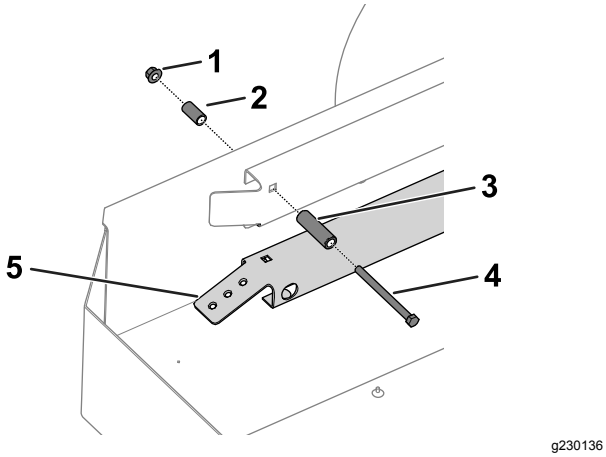

Figure 3
6. Déposez les longerons (Figure 3) de la remorque en desserrant puis en retirant les fixations qui les maintiennent sur la remorque.
7. Retirez le boulon (⅜" x 4¾"), l'entretoise (2½"), l'entretoise (1¼") et l'écrou du côté droit de la remorque (Figure 3).
2. Montez le boulon et l'entretoise (fournis dans ce kit), ainsi que l'entretoise (1¼") et l'écrou retirés précédemment, sur le côté droit de la remorque (Figure 3).